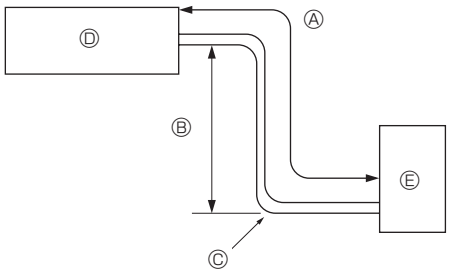

Fig. 2-1
2.1. Tubazione del refrigerante (Fig. 2-1)